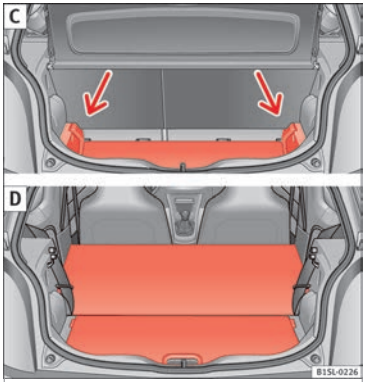

Fig. 135 C: extend the boot downward. D: extend the boot forward.
- Raise the boot floor and push it downward in the rail ››› **Fig. 135 C** (arrows)